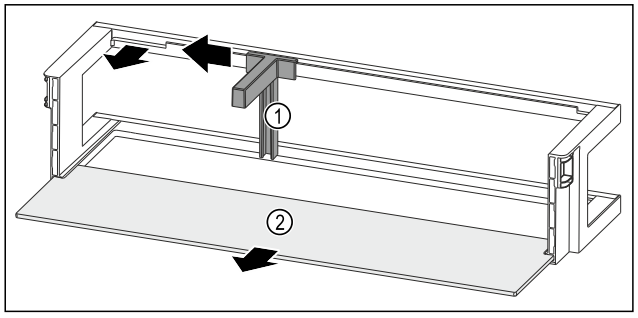

Fig. 209 Balconnet de contre-porte avec range-bouteilles et tablette de rangement
▶ Pousser le range-bouteilles *Fig. 209 (1)* sur le côté jusqu'à l'évidement.
▶ Retirer le range-bouteilles *Fig. 209 (1)*.
▶ Retirer la tablette de rangement *Fig. 209 (2)*.